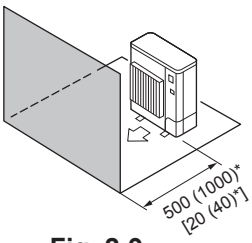

Fig. 2-9
④ Obstacles uniquement à l'avant (Fig. 2-9)